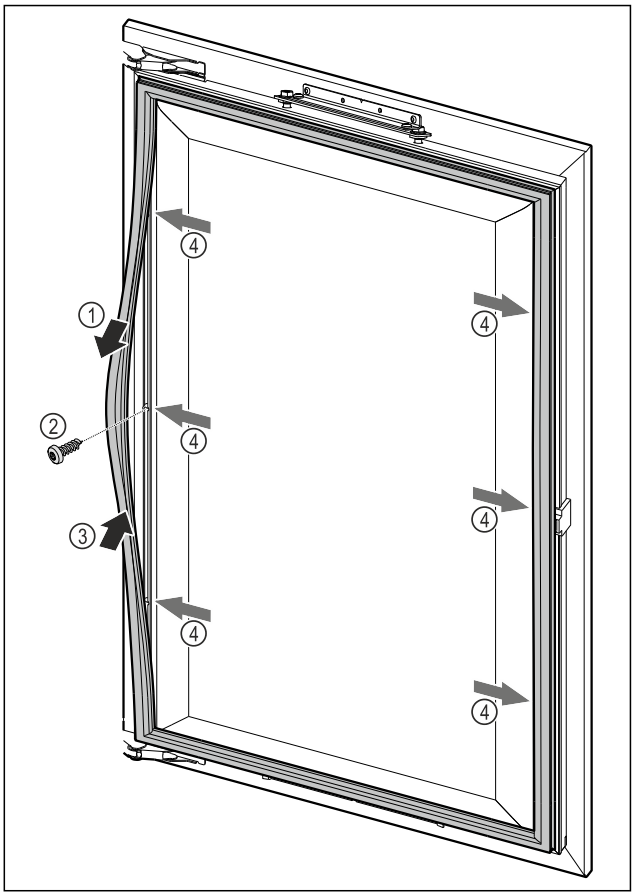

Fig. 77
▶ Magnettürdichtung punktuell lösen *Fig. 77 (1)*, Möbeltür durch das darunterliegende Bohrloch anschrauben *Fig. 77 (2)* und Magnettürdichtung wieder einrasten *Fig. 77 (3)*.
▶ Schritt an allen Befestigungspunkten *Fig. 77 (4)* wiederholen.